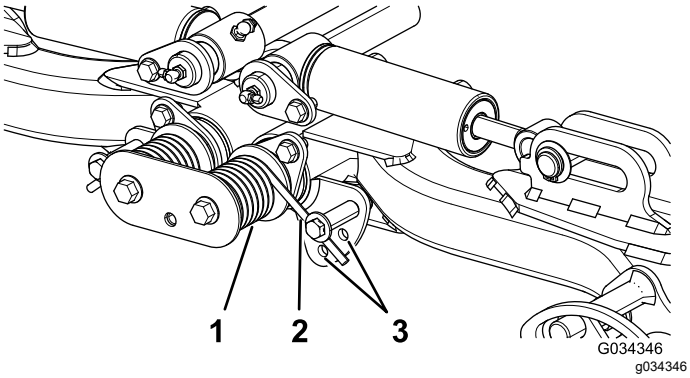

**Figure 38**
2. Insérez un tube ou un objet similaire sur l'extrémité longue du ressort pour détendre le ressort pendant le réglage (Figure 38).
3. Tout en détendant le ressort, retirez le boulon et le contre-écrou de fixation de l'actionneur de ressort au support (Figure 38).